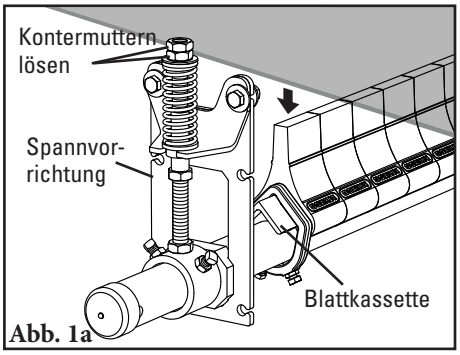
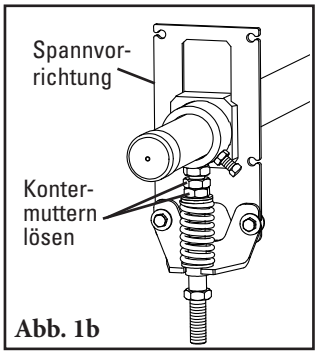

Abb. 1a
Abb. 1b
1. **Abstreifer vom Band wegdrücken.** Die Kontermutter an den Gewindestangen lösen, um die Spannung zu verringern und das Blatt herunterrücken. (Abbildung 1a - Zugspannung; Abbildung 1b - Push-up Druckspannung) Falls an einem Übergabetrichter montiert, die Spannvorrichtung in der Nähe entfernen, um an die Blattkassette zu gelangen.